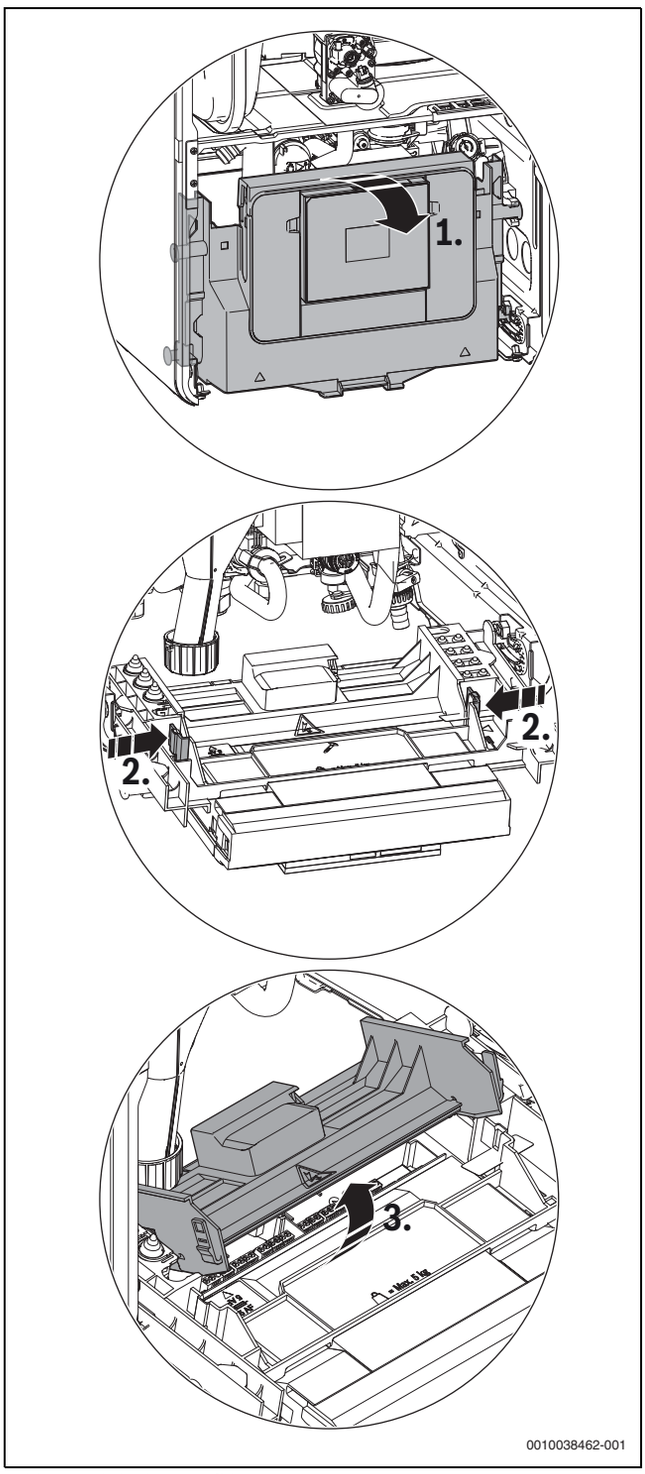

Bild 41 Abdeckung aufklappen
- ▶ Steuergerät nach unten klappen (→ Bild 41).